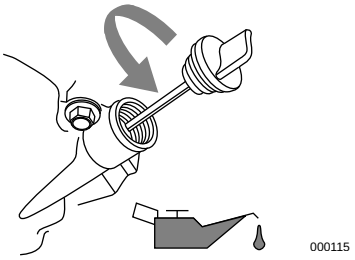

Figura 2-13. Retire la varilla de nivel
2. Consulte ***Figura 2-13***. Retire la varilla de nivel y límpiela.
4. Consulte ***Figura 2-13***. Limpie el área alrededor de la abertura de llenado de aceite. Retire la tapa de la abertura de llenado de aceite.